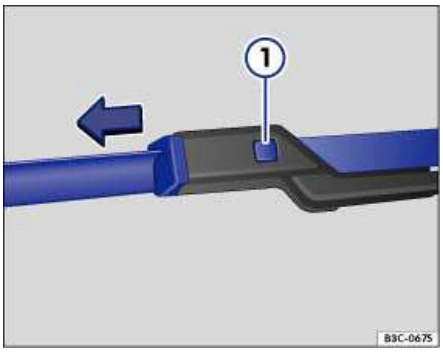

Fig. 159 Changing the windshield wiper blades.
- Press and hold the release button ⇒ fig. 159 (1).